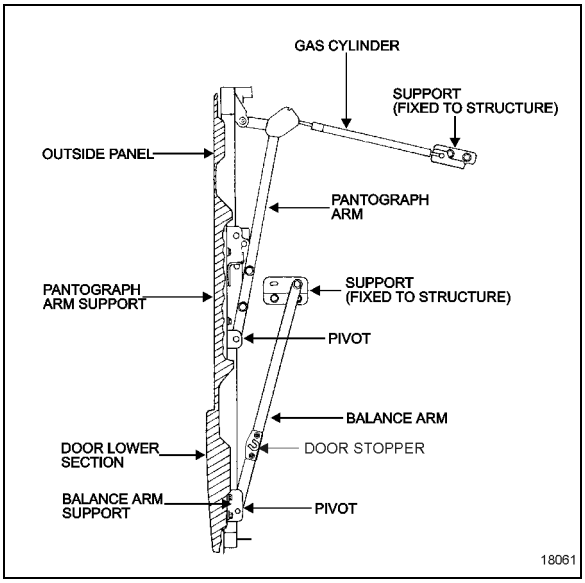

FIGURE 77: BAGGAGE COMPARTMENT DOOR
*Refer, if needed, to* Figure 77 *for identification of door components.*